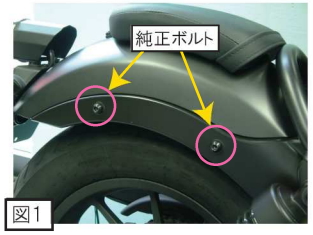

図1
1. フェンダー右側を固定している純正ボルトを取り外します。（図1参照）